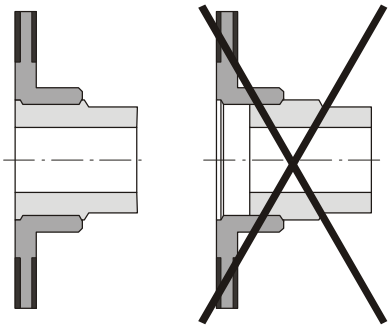

Bild 5
> Der Rotor (4) muss so auf die Nabe (1) aufgesetzt werden, dass die Verzahnung auch nach dem Verschleiß der Reibbeläge vollständig im Eingriff bleibt (Bild 5).